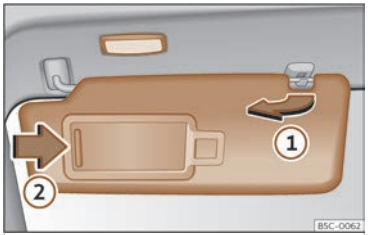

Fig. 107 Para-sol.
- El para-sol es pot extreure de la fixació i girar-se cap a la porta >>> **fig. 107** 1.